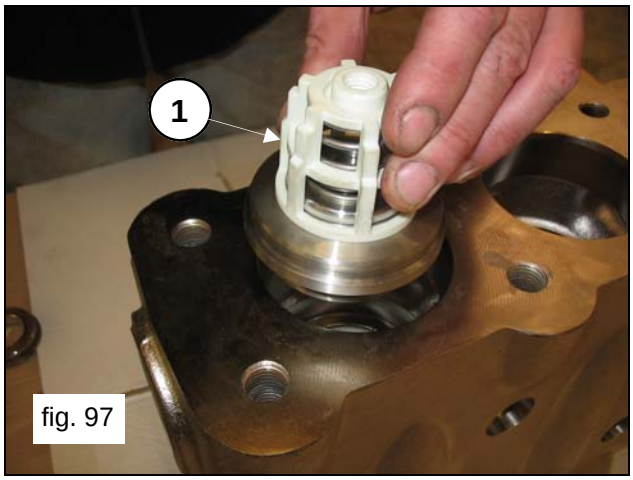
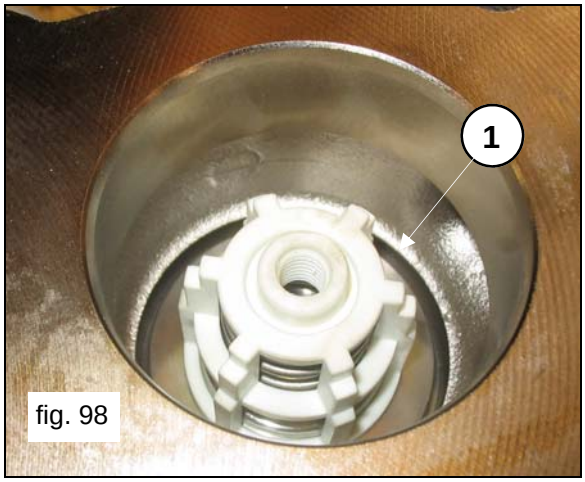

fig. 97
fig. 98
Insert the delivery valve unit (pos.①, fig.97). The valve unit must be fully inserted as shown in pos.①, fig.98.